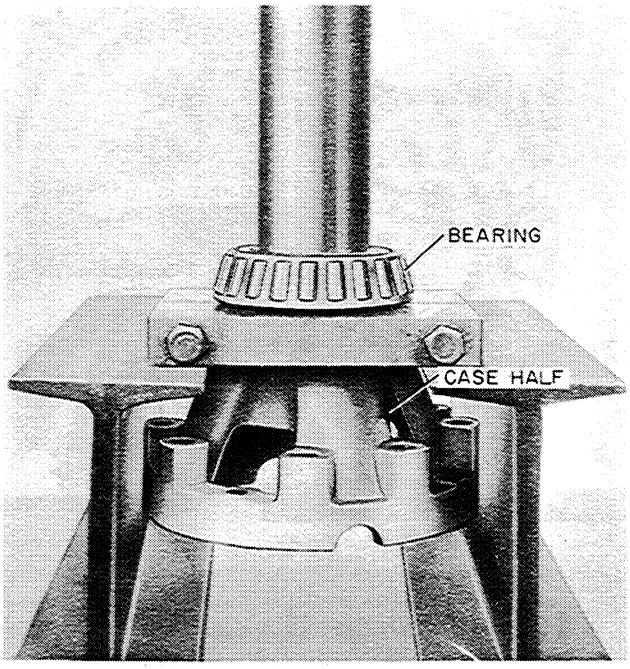

Figure T-37
11. The differential bearing on the other case half can be pressed off, Figure T-37.